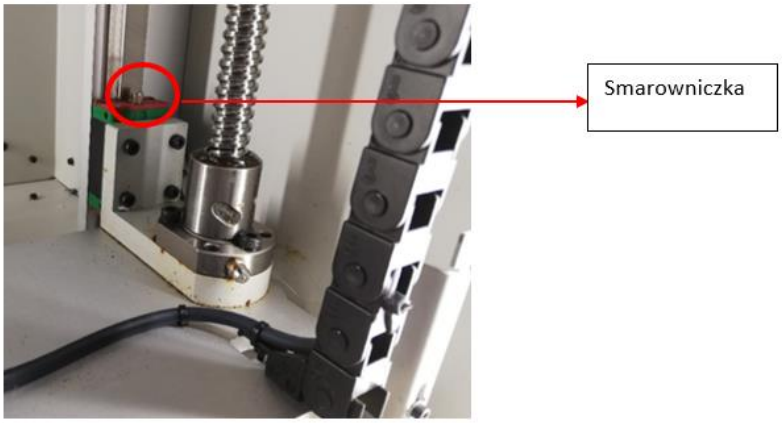

Rys. 28 Smarowanie prowadnic liniowych z lewej strony
- Powtórz czynność dla prawego wózka osi Z (rys.28).